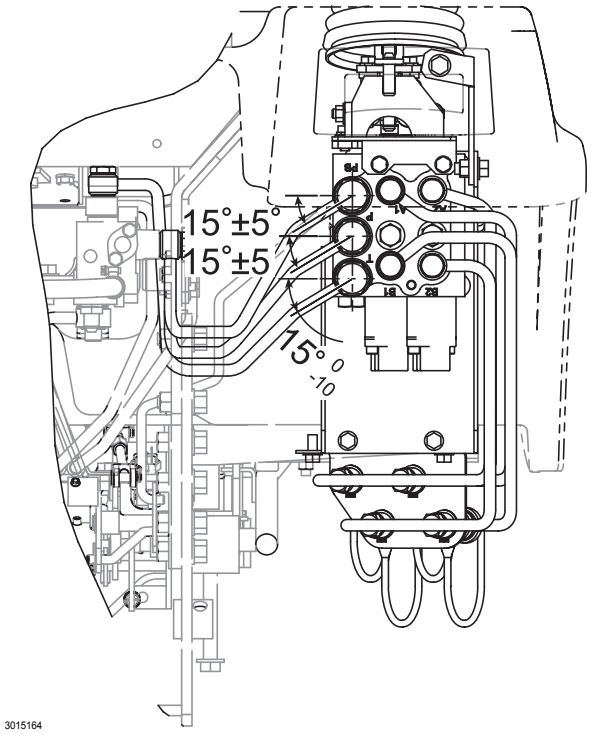

Fig. 11
- Installation angles of individual hydraulic hoses of the implement control valve should be according to the illustration **Fig. 11**.